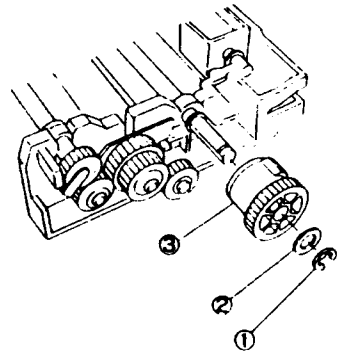

Рис. 6 NZM-0023
7. (Рис. 6): Снимите муфту ролика подачи.
①. Снимите E-клипсу.
②. Снимите шайбу.
③. Снимите муфту.